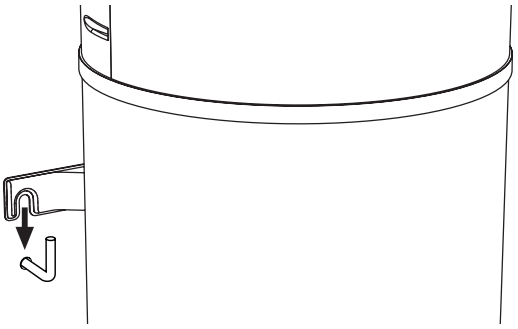

**fig. 51 - Fissaggio alla parete**
- Agganciare la caldaia con l'apposita staffa di fissaggio (fig. 51).